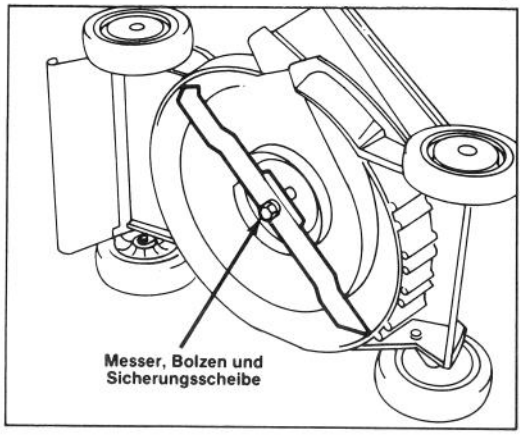

Abbildung 11
2. Kippen Sie den Mäher auf die linke Seite (Abb. 11).
3. Mäher auf die linke Seite kippen (Abb. 11).
5. ENTFERNEN DES MESSERS — Das Ende des Mähmessers mit einem Lappen oder einem dicken Handschuh anpacken. Messerbolzen, Sicherungsscheibe und Messer entfernen. (Abb. 11).